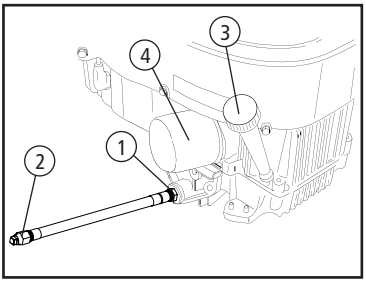

Fig. 18
- Localize a válvula do dreno de óleo à direita do motor (1), [Fig. 18].
- Remova a mangueira da abraçadeira. Posicione a extremidade livre da mangueira de drenagem de óleo (2) para um recipiente apropriado para coleta de óleo com 2,5 litros de capacidade mínima. Remova a tampa do tanque/vareta (3) do óleo do tubo de abastecimento de óleo.
- Substitua o filtro do óleo (4) e encha novamente o motor com 1,5 litros de óleo novo 10W30 semissintético SJ ou superior.